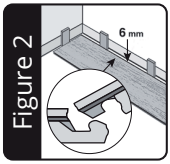

Figure 2
2. Die Verlegung sollte in einer Ecke begonnen werden (linksseitig) und mit der Nut zur Wand. Beachten Sie einen Randabstand von 6 mm, um Bewegungen des Unterbodens auszugleichen (Abbildung 2).
ANMERKUNG: Achten Sie beim Kürzen von RIGID SPC Paneelen darauf, dass Sie immer die kurze Seite mit der Feder abschneiden (Abbildung 2). Das verbleibende Stück kann dann am anderen Raumende verwendet werden um die Reihe abzuschliessen (Abbildung 7), sofern die Grundfläche dies zulässt.